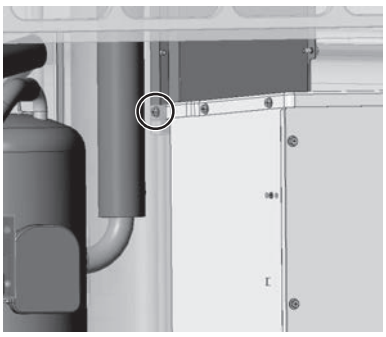

Figure 8
(8) Remove the inverter cooling duct from the S module by unscrewing one screw. (See Figure 8.)